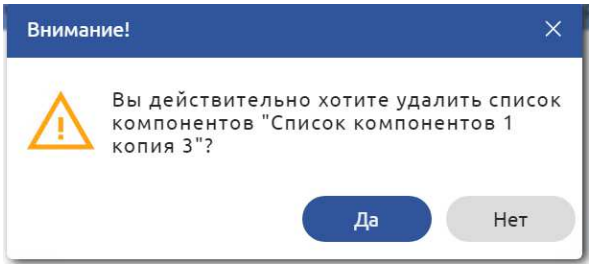

Рисунок 34. Подтверждение удаления
1. Выбрать список компонентов, подлежащий удалению и выполнить команду «Удалить». Будет сформирован запрос подтверждения удаления (Рисунок 34).